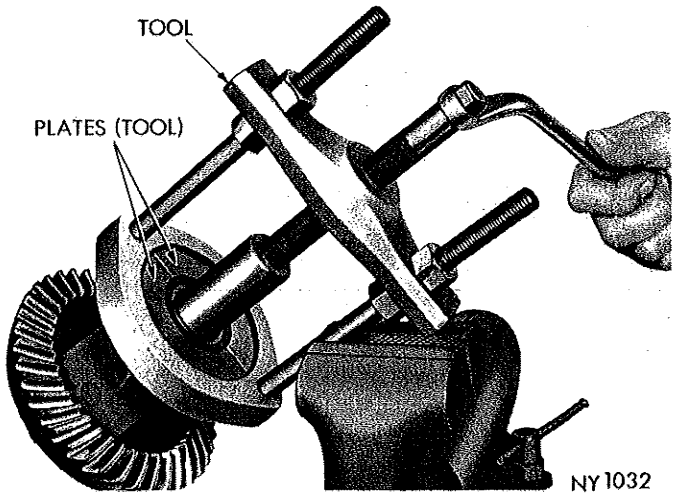

*Fig. 14—Removing Differential Bearing Cone*
(13) Remove drive pinion and rear bearing assembly from axle housing.
(14) Using a flat end brass drift, remove front and rear bearing cups from housing.
(15) Mount differential case and ring gear assembly in a vise equipped with soft jaws (brass).
(16) Remove drive gear bolts. BOLTS ARE LEFT HAND THREAD. With a non-metallic hammer tap drive gear loose from differential case pilot and remove.
(17) If a drive gear runout exceeded .005 inch in step 4, differential case flange runout should be remeasured. Install differential case with appropriate bearing cups and shims in axle housing. Loosen nut of spreader tool and remove, mount dial indicator in contact with drive gear flange face to take runout readings as in steps 3, 4 and 5. Total allowable runout should not exceed .003 inch. It is often possible to reduce high runout by positioning drive gear 180° from point of maximum runout when re-assembling ring gear on differential case.
(18) With small drift remove differential pinion shaft lock pin from drive gear side of case.
(19) With a brass drift remove differential pinion shaft.
(20) Rotate differential side gears until differential pinions appear at differential case windows and remove.
(21) Remove differential side gears and thrust washers.
(22) Remove differential bearings using Tool C-293 and #39 plates (Fig. 14).